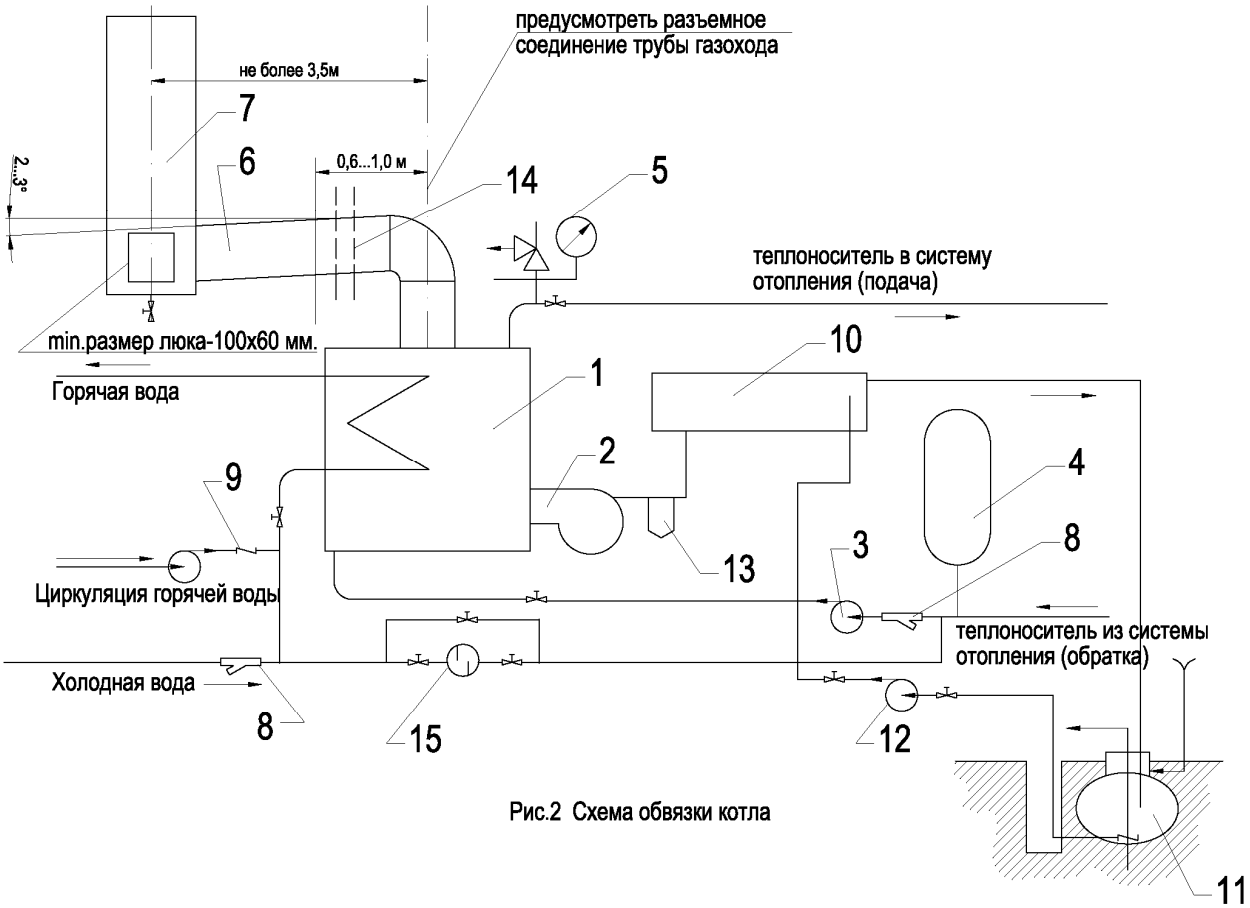

Рис.2 Схема обвязки котла
3.4 На рис.2 показана обязательная (за исключением поз.9 и контура циркуляции горячей воды) схема обвязки котла, работающего на жидком топливе. В случае использования газообразного топлива из рекомендуемой схемы обвязки исключаются позиции 10; 11; 12; и 13 и добавляется газовый коллектор и клапан осечки газа с устройством обнаружения утечки газа. Дополнительно на подводящем газопроводе необходимо установить манометр с пределами измерений от 0,001 до 0,005 МПа. Соединение подводящего газопровода с горелкой котла обеспечить посредством гибкой подводки рассчитанной на газообразное топливо.
- Обеспечена герметичность разъемного соединения газохода (поз.14, рис.2).
Для устранения образования накипи в контуре отопления в котлах с теплопроизводительностью до 100 кВт ***рекомендуется***, а в котлах с теплопроизводительностью свыше 100 кВт ***необходима*** установка полифосфатного дозатора (поз.15, Рис.2). В системе ГВС допускается использование воды питьевого качества согласно требованиям ГОСТ 2874-82 «Вода питьевая». Объем воды, используемой для подпитки, не должен превышать норм, указанных в МСН 4.02-02-2004 «Тепловые сети».